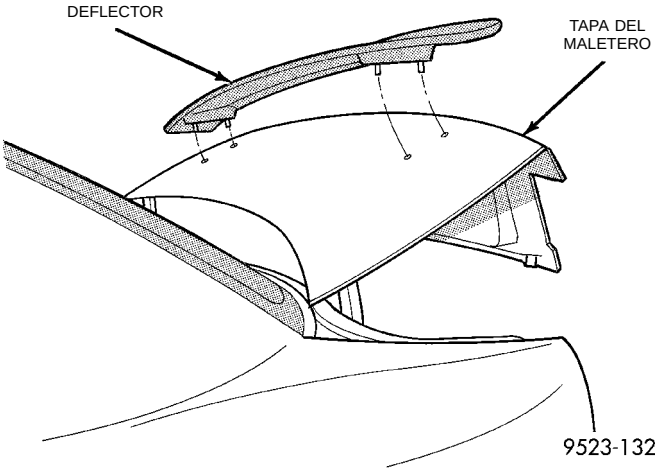

Fig. 80 Deflector trasero
(1) Suelte el pestillo y abra la tapa del maletero.
(2) Retire las tuercas que sujetan el deflector a la tapa del maletero.
(3) Separe el deflector de la tapa del maletero (Fig. 80).